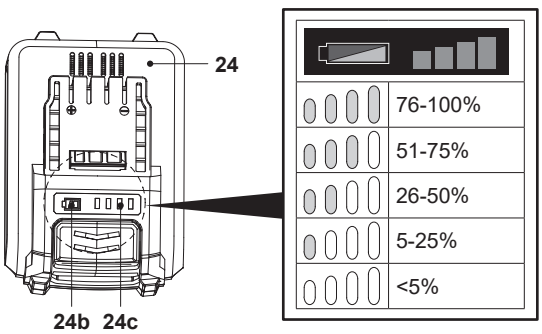

**Fig. 10**
Acumulatorul (24) este echipat cu indicatoare de capacitate (24c) pentru a vedea care este nivelul de încărcare rămas. Apasă pe butonul de capacitate a acumulatorului (24b) pentru a verifica nivelul (fig. 10). Ledurile vor rămâne aprinse circa 3 secunde.